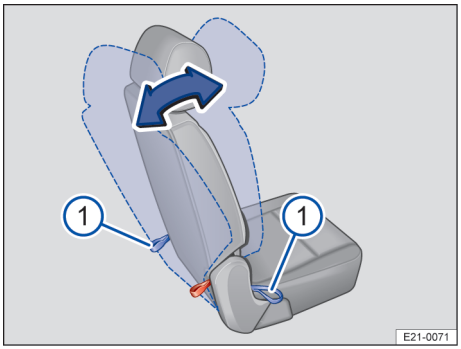

Fig. 64 Deuxième rangée de sièges : Réglage de l'inclinaison du dossier.
1. Appuyez avec une main sur le dossier du siège arrière individuel à réglage électrique ou de la banquette à deux places et tirez l'une des dragonnes correspondantes avec l'autre main → fig. 64 ①.